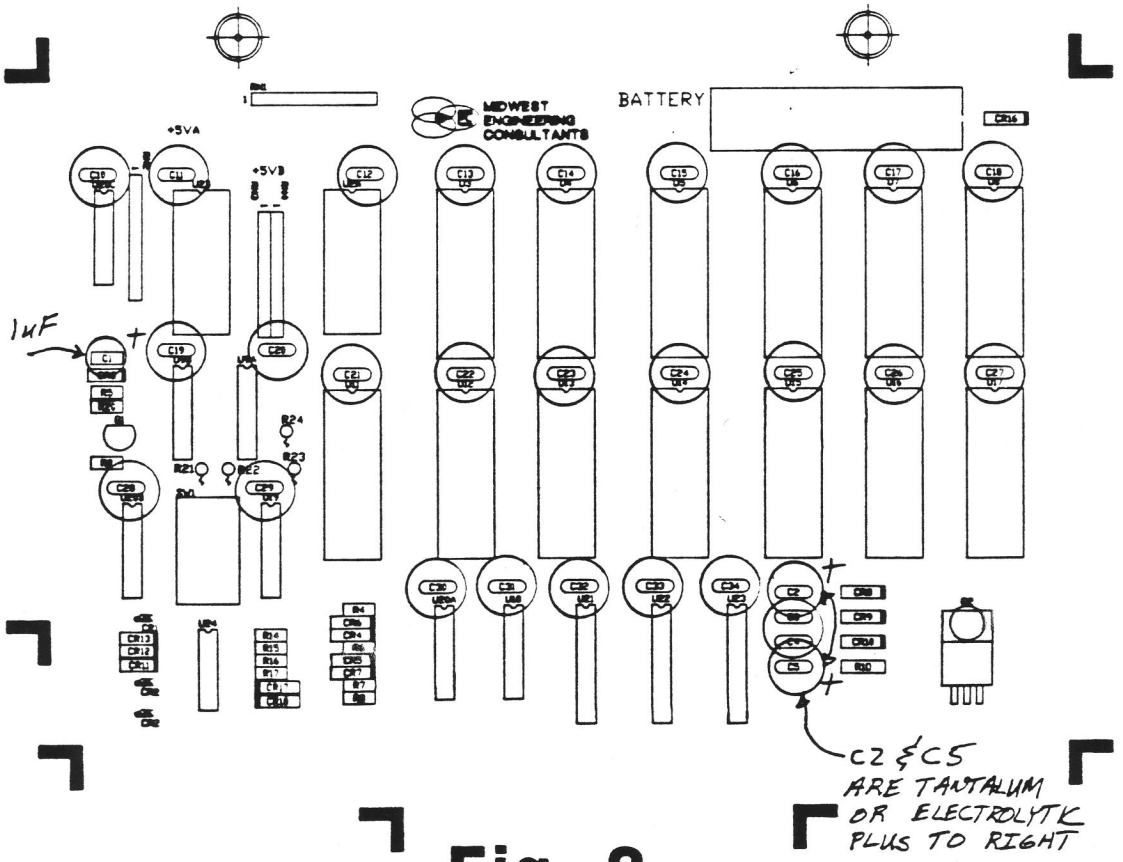

Fig. 2
B) Put the Capacitors on the Board (Figure 2)